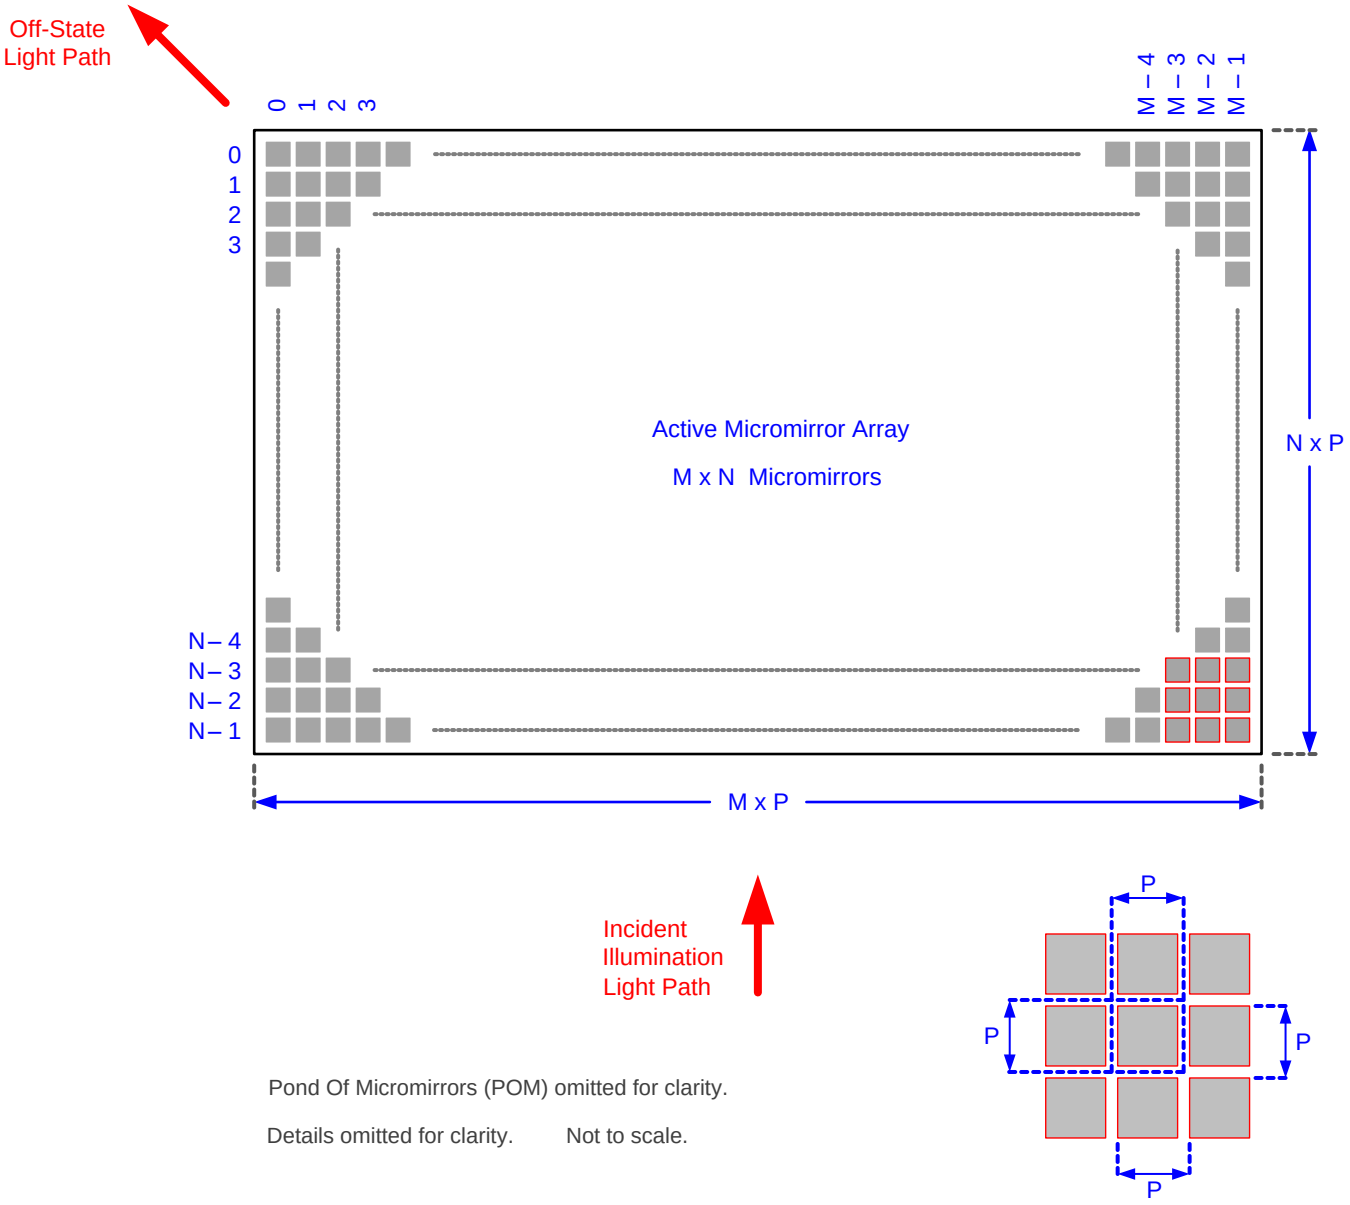

Figure 9. Micromirror Array Physical Characteristics
(1) See Figure 9.
(2) The structure and qualities of the border around the active array includes a band of partially functional micromirrors called the “Pond Of Mirrors” (POM). These micromirrors are structurally and/or electrically prevented from tilting toward the bright or “on” state but still require an electrical bias to tilt toward “off.”